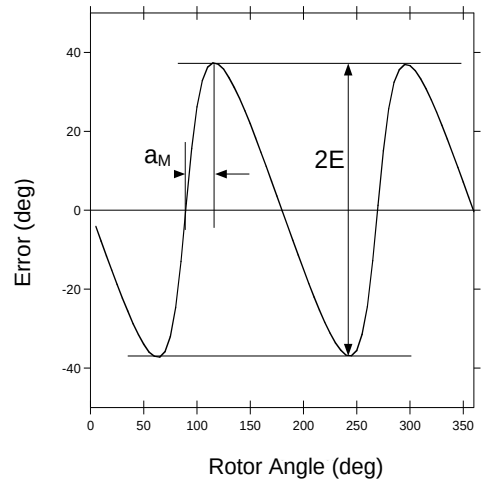

Figure 21: Error Curve in Side-Shaft Configuration with BCT = 0
The *k* ratio depends on the magnet geometry and the distance to the sensor. Having a *k* ratio other than 1 results in the sensor output response not being linear with respect to the mechanical angle. Note that the error curve has the shape of a double sinewave (see Figure 21 on page 19). E is the amplitude of this error.
The *k* ratio can be deduced from the error curve obtained with the default BCT setting (BCT = 0). Rotate the magnet more than one revolution and record the device's output. Next, plot the error curve (the output minus the real mechanical position vs. the real mechanical position) and extract two parameters: the maximum error (E) and the position of this maximum with respect to a zero crossing a_M (see Figure 21). *k* can be calculated with Equation (5):